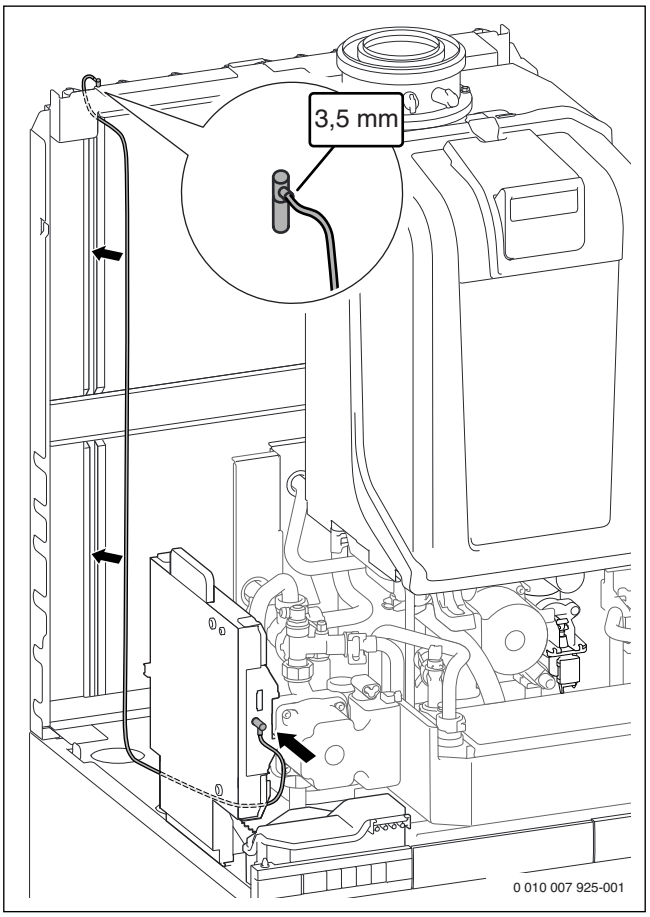

Fig. 69 Racordul şi pozarea cablului la Bosch MB LANi
▶ Pozați cablul pentru racordul Bosch MB LANi din pachetul de livrare conform fig. 69.